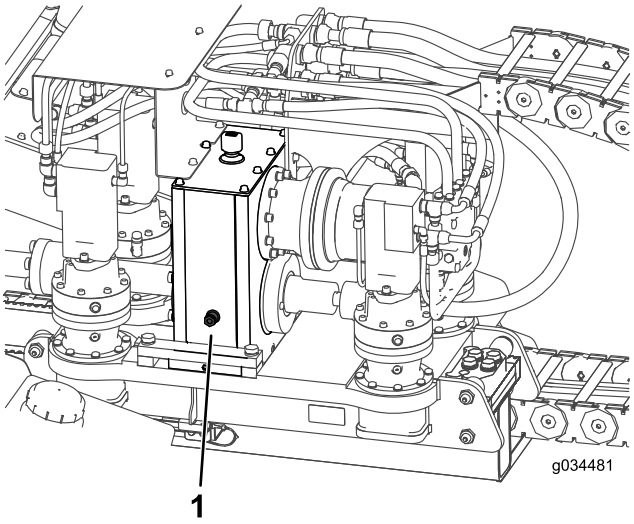

Figure 136
2. Contrôlez le niveau d'huile dans le regard sur chaque train planétaire de moteur de poussée (Figure 136).
3. Retirez le reniflard et ajoutez de l'huile dans le train planétaire jusqu'à ce que le niveau d'huile arrive au moins à mi-hauteur du regard (Figure 136).
2. Contrôlez le niveau d'huile dans le regard sur l'entraînement du boîtier d'engrenages (Figure 136).
3. Retirez le reniflard et ajoutez de l'huile dans l'entraînement jusqu'à ce que le niveau d'huile arrive au moins à mi-hauteur du regard (Figure 136).
8. Remplissez le boîtier d'engrenages d'huile jusqu'à ce que le niveau dépasse la moitié du regard (Figure 136).